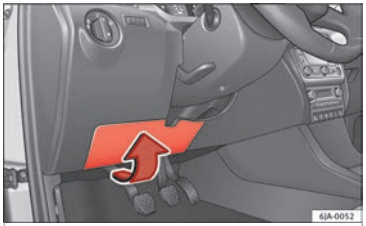

Fig. 55 On the driver-side dash panel: fuse box cover.
- Carefully tilt the cover in the direction indicated by the arrow and remove it ››› **Fig. 55**.